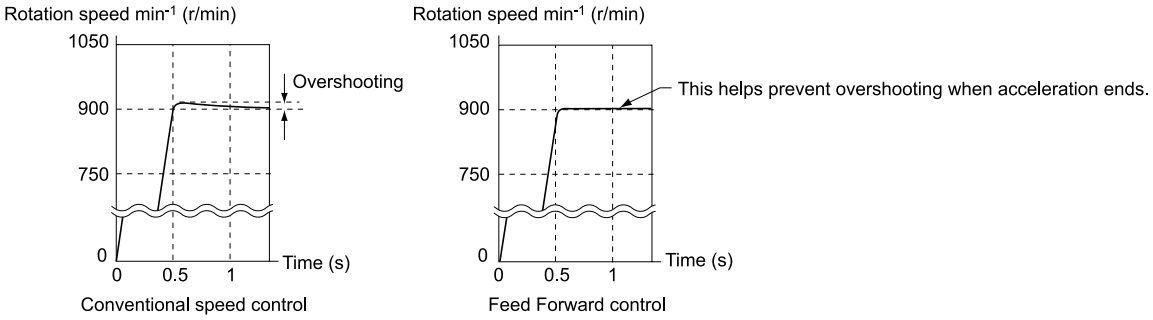
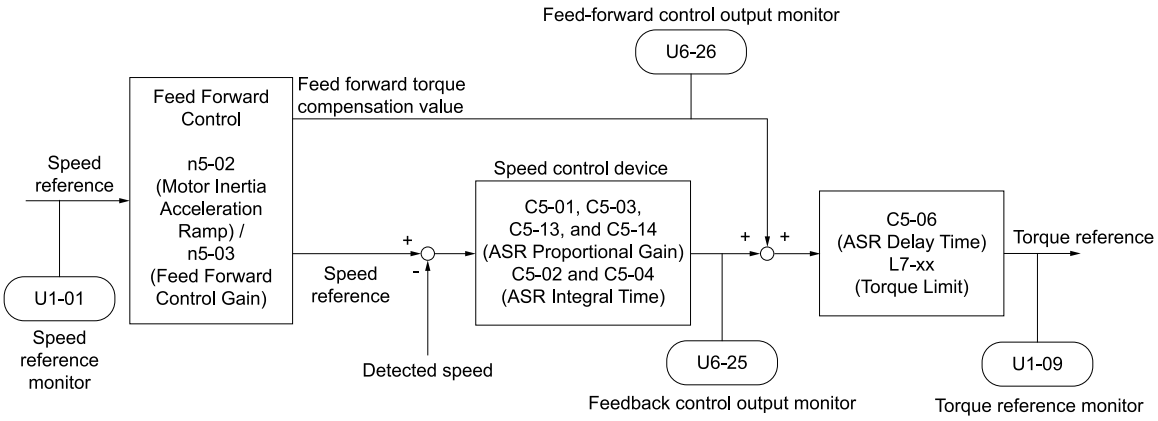

Figure 12.57 Suppress Overshooting with Feed Forward Control
Figure 12.58 Configure Feed Forward Control
Use feed forward control for applications where a high speed control proportional gain setting in *C5-01, C5-03, and C5-13 [ASR Proportional Gain]* would cause problems with overshoot, undershoot, or oscillation. When you use this function in CLV control, it also helps prevent overshoot. Refer to Figure 12.57. Refer to Figure 12.58 for more information about parameters related to feed forward control.
- Refer to Figure 12.58 and set the parameters related to feed forward control individually.